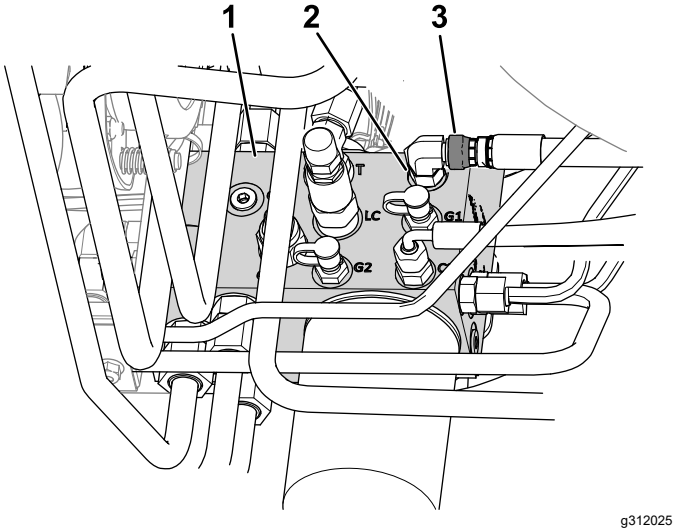

Bild 9
B. Lösen Sie die Schlauchüberwurfmutter, die den Anschluss C1 am Hydraulikverteiler befestigt (Bild 9).
E. Ziehen Sie die Schlauchüberwurfmutter am Anschluss C1 (Bild 9) auf ein Drehmoment von 41 N·m an.